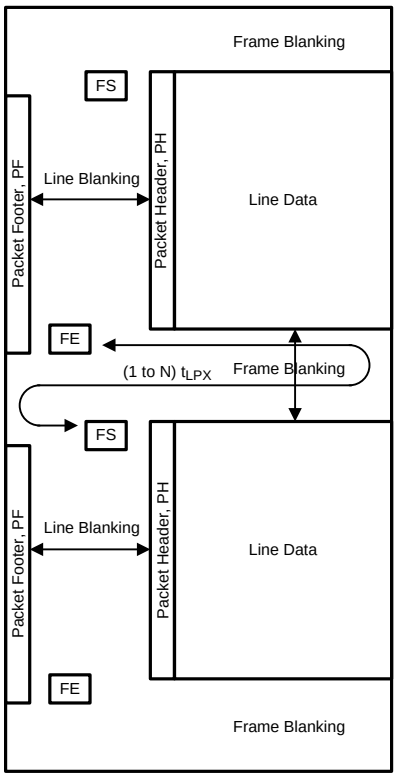

図 31. CSI-2 General Frame Format
The DS90UH940N-Q1 (in default mode) takes RGB 24-bpp data bits defined in the serializer and directly maps the bits to the pixel color space in the data frame. The DS90UH940N-Q1 follows the general frame format as described per the CSI-2 standard (図 31). Upon the end of the vertical sync pulse (VS), the DS90UH940N-Q1 generates the frame end and frame start synchronization packets within the vertical blanking period. The timing of the Frame Start will not reflect the timing of the VS signal.